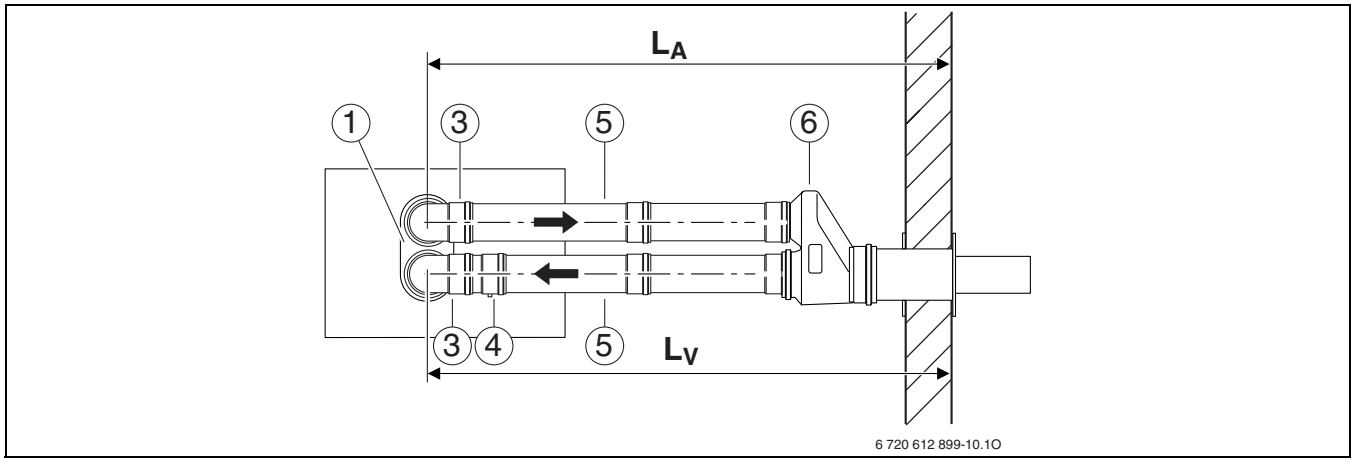

Рис. 13 Система отвода продуктов сгорания в соответствии с C_{12}
- Отвод дымовых газов по C_{12} (рисунок 13): $L_{эквив., макс.}$ = 30 m, $L_{эквив., мин.}$ = 20 m